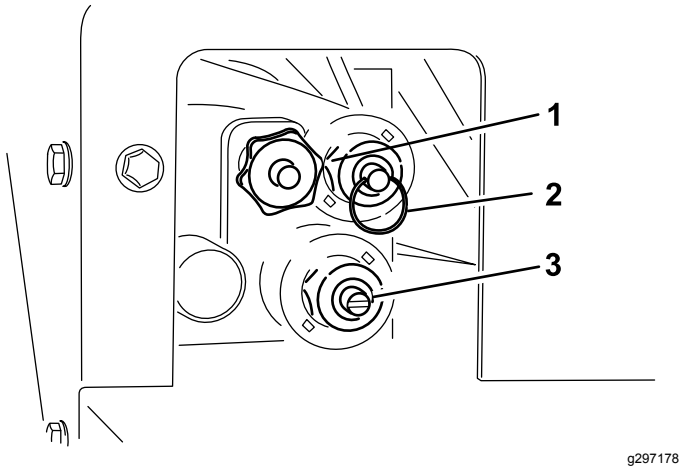

Figuur 26
De handbedieningsfunctie bevindt zich aan de besturingszijde van het hydraulische systeem (Figuur 26).
- Om de snelheid van de lopende band aan te passen (Figuur 26), draait u de knop rechtsom. Bij het kleurgecodeerde bedieningssysteem wordt de maximale snelheid van de loopband gebruikt, daarom kan deze aanpassing worden verricht zonder dat er hydraulische stroming aanwezig is. Dit is met name relevant als de hopper vol zand zit.
- Om de hopper omhoog te brengen (Figuur 26), moet u de ring op het ventiel naar binnen duwen.
- Om de hopper omlaag te brengen (Figuur 26), moet u de ring op het ventiel naar buiten trekken.
- Gebruik een schroevendraaier (Figuur 26) met een platte kop om de spinnersnelheid aan te passen. Draai rechtsom om de snelheid te doen toenemen en linksom om de snelheid te doen afnemen.